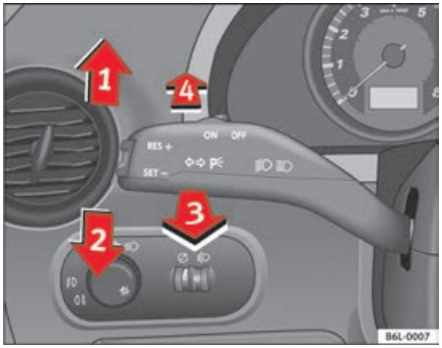

Fig. 61 Turn signal and main beam headlight lever
– Move the lever all the way up ⇒ fig. 61 (1) to indicate **right**, and all the way down (2) to indicate **left**.
– Press the lever forward ⇒ page 93, fig. 61 (4) to switch on the main beams.